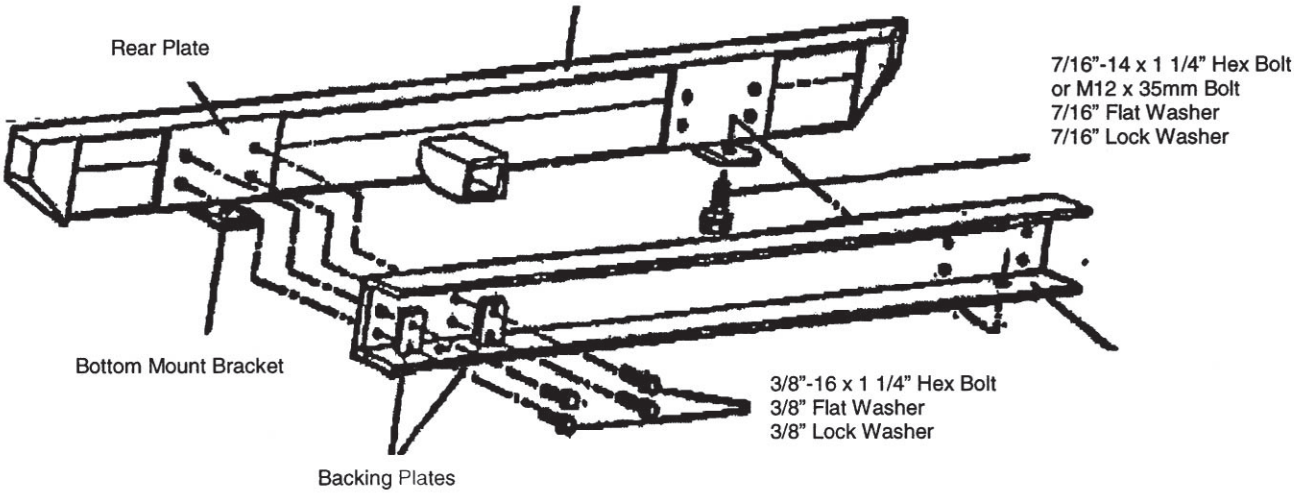

Figure 6
8. Position the new bumper against the back of the vehicle frame and reinstall Hardware listed in Step 6. Locate (8) 3/8"-16 x 1 1/4" Hex Head Bolts, (8) 3/8" Flat Washers, (8) 3/8" Lock Washers, and (4) Backing Plates. Secure Bumper to frame by using the hardware listed in this step (Figure 6). Do not tighten hardware at this time.
9. Locate (4) 1/2"-20 x 1 1/4" Hex Head Bolts, (4) 1/2" Lock Washers, and (4) 1/2" Flat Washers. Carefully start all four bolts through the top of the Reinforcement Bracket into top of Bumper. Tighten all hardware at this time.